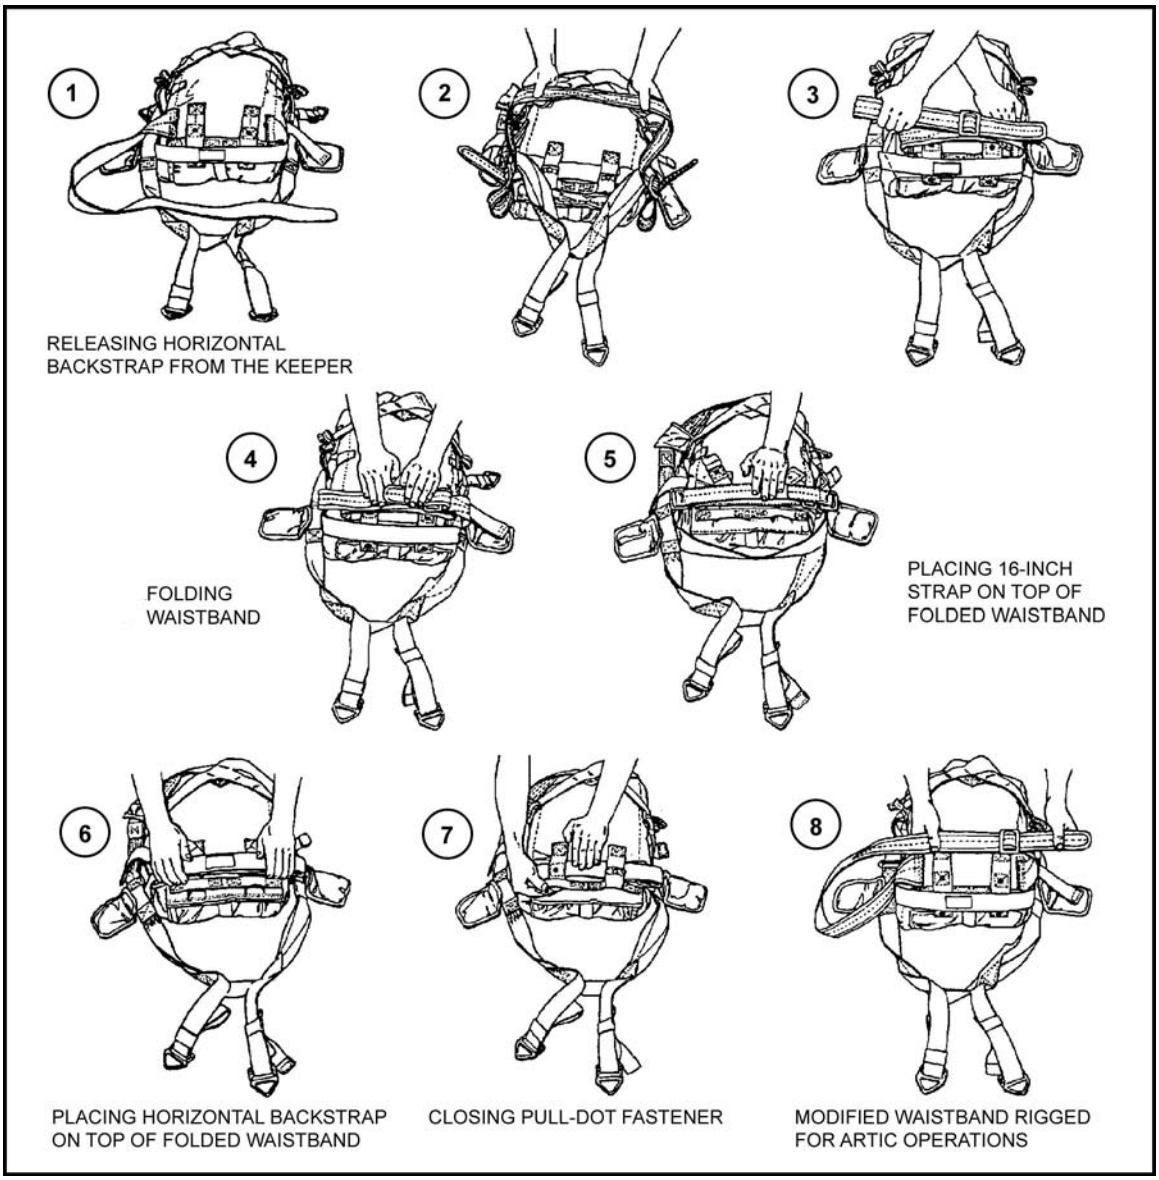

Figure 13-1. Modified waistband routed on parachute harness.
a. **Waistband**. A modified waistband strap is used in lieu of the standard waistband when parachuting with snowshoes or skis. The strap consists of two pieces: a 6-foot A-7A strap and a 16-inch strap with a buckle at each end. The skis or snowshoes are attached to the side of the jumper opposite the static line (to prevent fouling). The modified waistband allows the buckle for the quick-release fold to be located on the same (either) side with the snowshoes or skis (Figure 13-1). Tandem loads are dropped on a single lowering line. Rigging or lowering procedures are contained in this chapter. Under arctic conditions, most individual equipment is lowered during descent due to the weight.